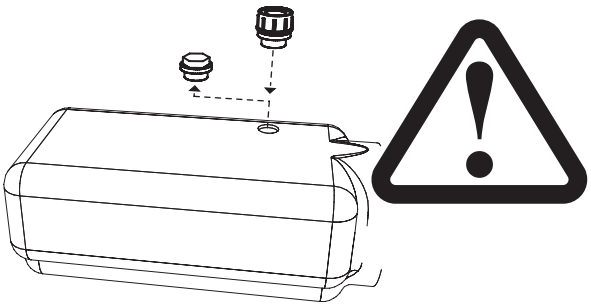

*Figura 17. Si corresponde, sustituya el tapón de transporte por el tapón ordinario del depósito*
3. Compruebe si el depósito hidráulico está equipado con un tapón de estanqueidad para el transporte. En ese caso, sustitúyalo por el tapón ordinario del depósito que se entrega con el producto. Consulte Figura 17.